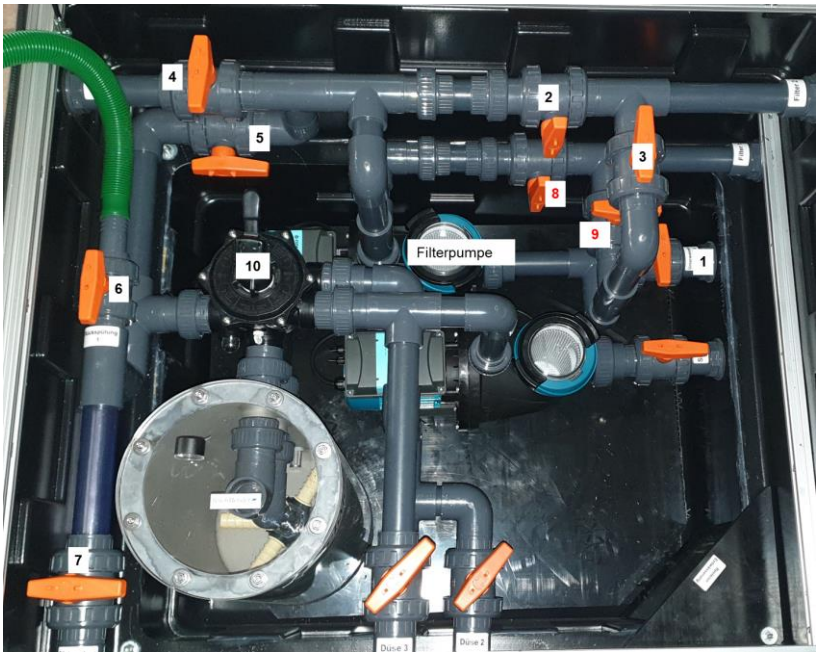

Abbildung 3: Rückspülung ohne Kanalanschluss
Schritt 2: Rückspülung Biofilter Kein Anschluss an Kanalsiation Abbildung 3 8
Schritt 2: Rückspülung Biofilter **Kein Anschluss an Kanalsiation Abbildung 3**